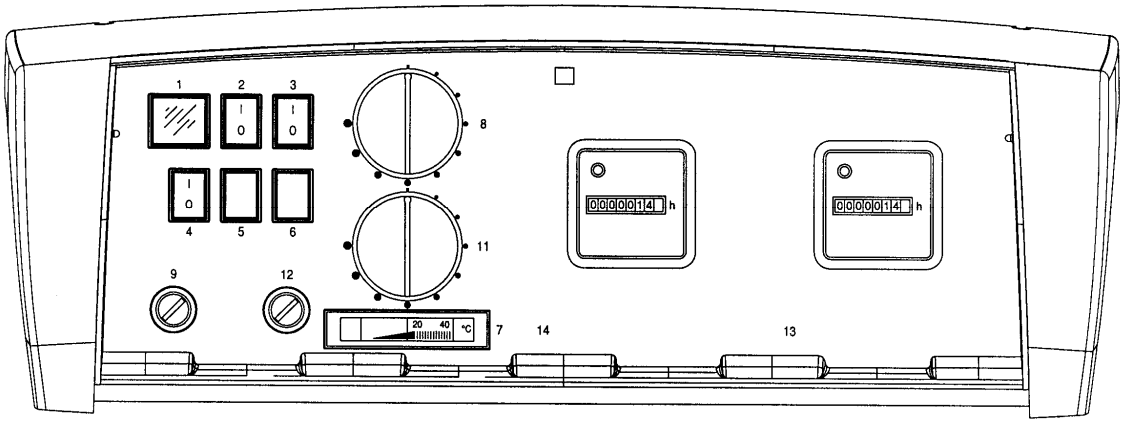

Рис. 4
3.5.1 ПАНЕЛЬ УПРАВЛЕНИЯ REX DUAL/REX DUAL F (Рис. 4)